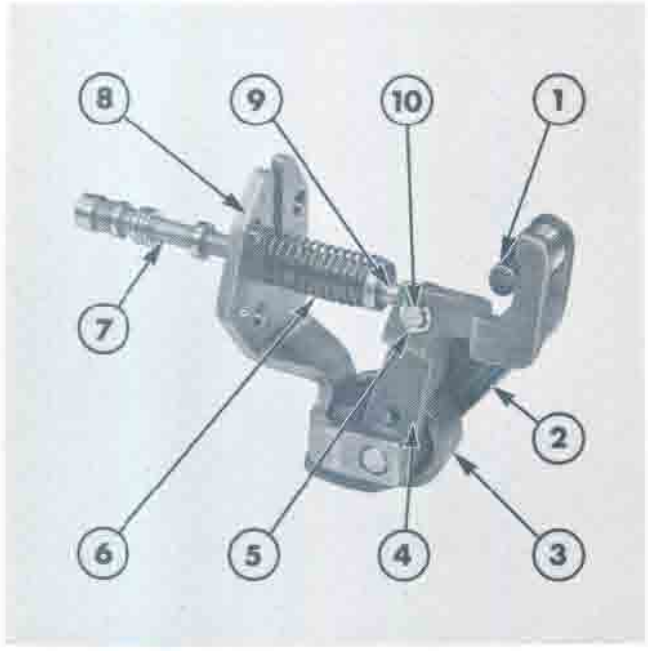

Figure 39
8. Withdraw the three bolts securing the bracket to the rear of the lift cylinder. Carefully remove the bracket together with the control valve, control valve spring, control valve lever, torsion spring and actuating lever, Figure 39.